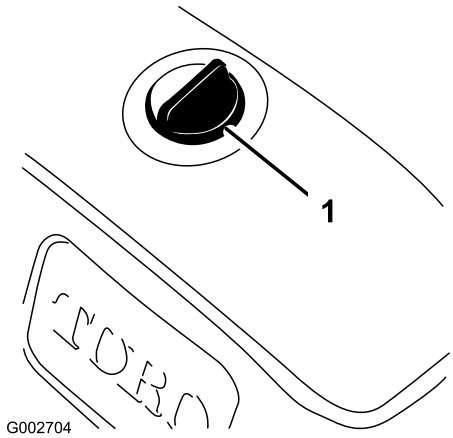

Figuur 15
1. Reinig de omgeving van de dop van het reservoir voor de hydraulische vloeistof om te voorkomen dat er vuil in het reservoir komt (Figuur 15).